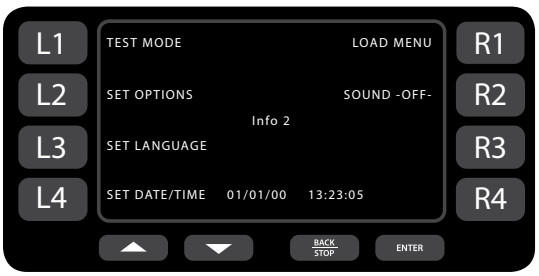

Figura 13: pantalla 2 del modo de información
Desde la pantalla 2 del modo de información (Figura 13) usted puede:
Desde la pantalla 2 del modo de información (Figura 13), presione la tecla suave L3 para ver el listado de idiomas disponibles. Cada vez que la tecla L3 es presionada, aparecerá en la pantalla un idioma diferente en el siguiente orden: Ingles (omitido), Español, Francés, Alemán, Portugués, Italiano, Ruso, Griego, Polaco.
Desde la pantalla 2 del modo de información (Figura 13, página 11), presione la tecla suave L2 para tener acceso ala pantalla de “Set Options” (Figura 14). Cuando se le pida ingrese la contraseña presionando las teclas 9 4 2 8 y presione la tecla “Enter”.
Desde la pantalla 2 del modo de información (Figura 13, página 11?), presione la tecla suave L4 para acceder a la pantalla de fecha y hora “Set Date/Time” (Figura 15). Desde esta pantalla, usted puede programar el la hora exacta en encendido automático “auto on”, y apagado automático “auto off”.
1. Ir a la pantalla 2 del modo de información (Figura 13, página 11)
1. Ir a la pantalla 2 del modo de información (Figura 13, página 11).